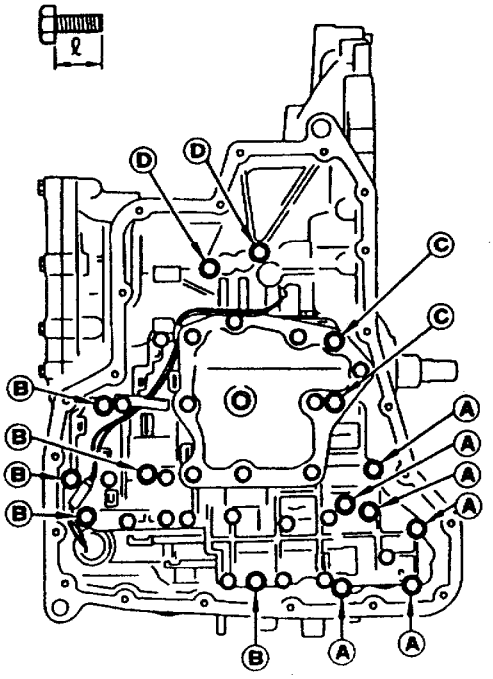

图 9－7－84　拧紧螺栓
(11) 如图 9－7－85 所示，将磁铁装在 ATF 油底壳上，以便吸附金属磨屑。